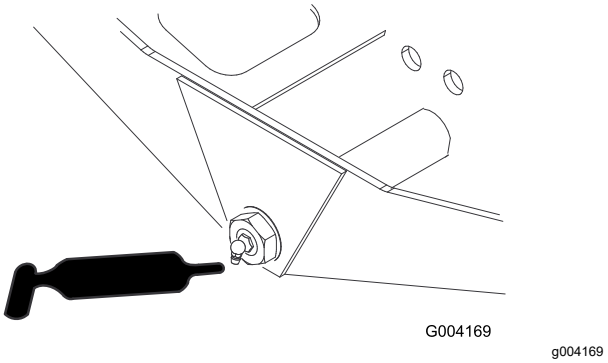

Figuur 74
- Draaipunt van asbesturing (1) (Figuur 74)